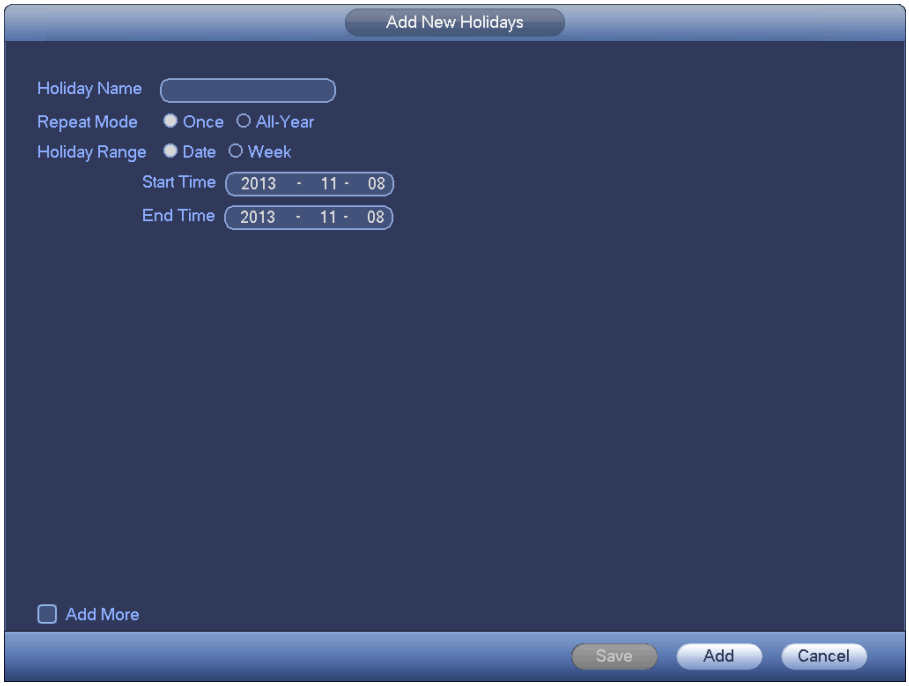

Figure 4-50
b) Click Add new holiday button, you can see an interface shown as in Figure 4-50. Here you can set holiday date name, repeat mode, start time/end time and etc.